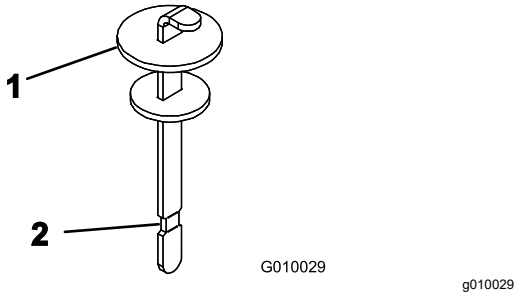

**Figure 63**
4. Remove the dipstick from the filler neck and wipe it with a clean rag. Insert the dipstick into the filler neck; then remove it and check the level of the fluid. The fluid level should be up to the mark on the dipstick (Figure 63).